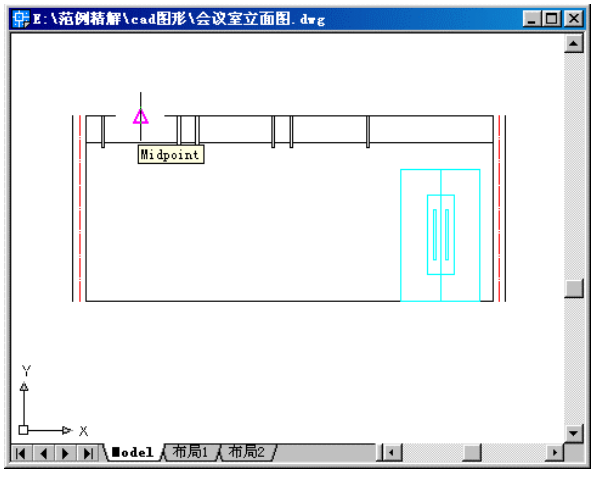

图 5-17　指定多边形的第一个点
14. 在“Specify first endpoint of edge（指定边的第一个端点）:”的提示下，用“中点捕捉模式”选取灯槽中点，如图 5-17 所示。